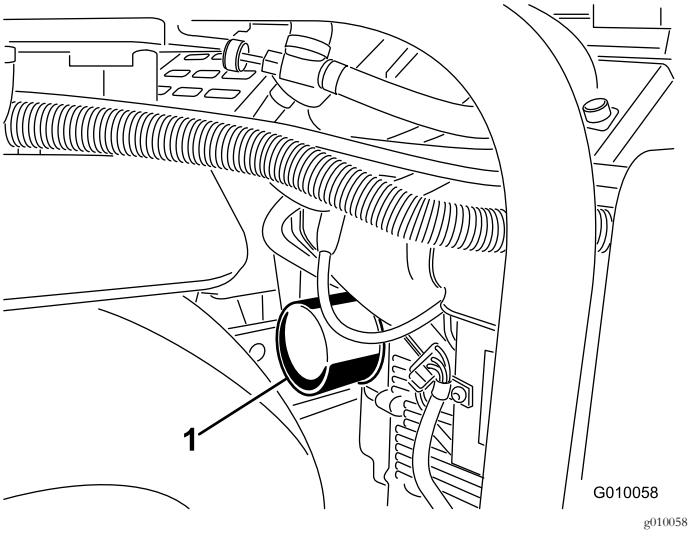
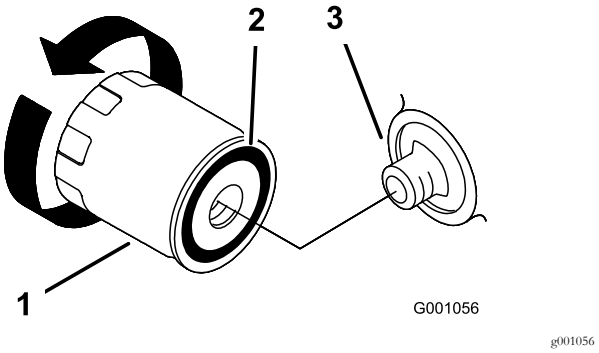

Figur 47
Figur 48
5. Sätt ett grunt kärl eller en trasa under filtret för att fånga upp oljan (Figur 47).
6. Ta bort det gamla filtret (Figur 47 och Figur 48) och torka rent ytan på filteradapterpackningen.